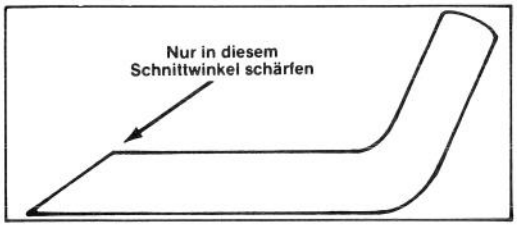

Abbildung 13
6. SCHÄRFEN DES MESSERS — Schärfen Sie die Oberkante des Messers, wobei Sie den ursprünglichen Schnittwinkel bewahren (Abb. 13). Wenn gleichviel Material von beiden Schnittflächen entfernt wird, bleibt das Messer balanciert.